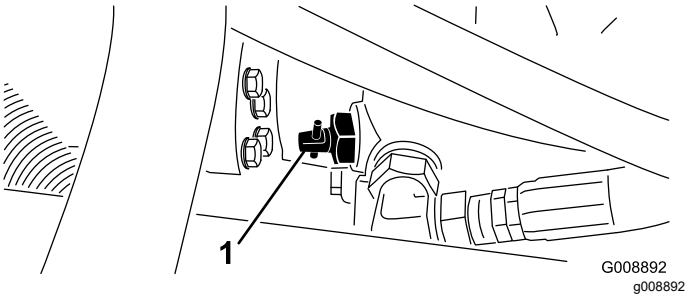

Figure 44
1. Trouvez la vanne de dérivation sur la pompe (Figure 44) et tournez-la de 90°.